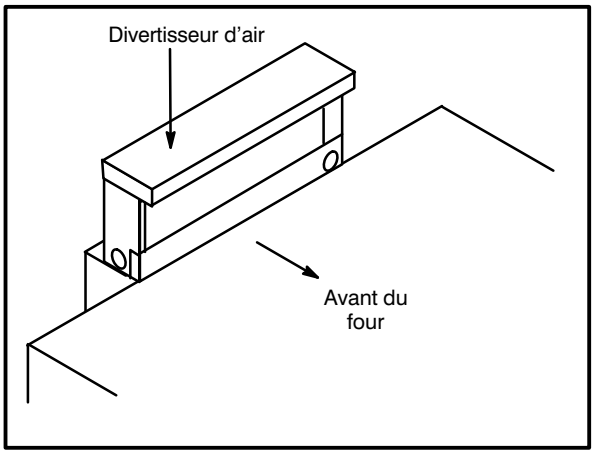

**Figure 8**
1. Placer le déviateur au—dessus du connecteur de cheminée avec la partie ouverte tournée vers l'avant du four. Voir Figure 8.